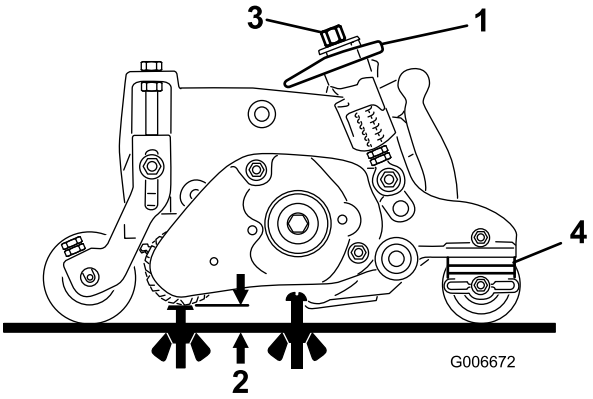

図 40
3. クイックアップレバー図 40を ON 位置ハンドルがカッティングユニットの前を指すにセットする。**刈高およびグルーミング高さ推奨範囲を参考にして高さを設定する。**
4. グルーミングリールの片方の端部で、グルーマの刃の一番下に突き出ているところから床までの高さを測定する図 40。高さ調整ネジ図 40をつかって、グルーマの刃の高さを希望の高さに調整する。